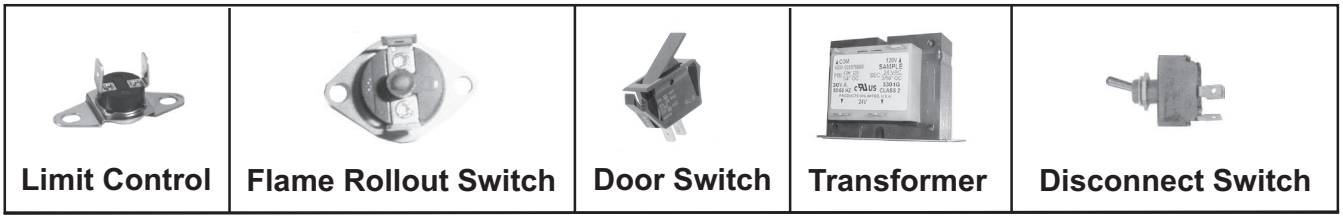

Figure 19. Replaceable Components
If it is determined that the high temperature limit control (see **Figure 19**) needs replacing, use only a factory-authorized replacement part that is designed for the size of heater. For the approximate limit control location, see **Figure 11**.
If it is determined that the interlock door switch (see **Figure 19)** needs replacing, use only a factory-authorized replacement part that is designed for the heater. For the approximate door switch location, see **Figure 11**.
- The cause of a flame rollout switch (see **Figure 19**) activating must be determined. Activation of the manually-reset flame rollout switch could be caused by one or more of the following:
Use a voltmeter to verify that there are 24V output from the transformer (see **Figure 19**). If the transformer is not functioning, it must be replaced. Use a replacement transformer identical to the factory-installed model. For the transformer location, see **Figure 11**.
If it is determined that the disconnect switch (see **Figure 19**) needs replacing, use only the factory-authorized replacement part that is designed for the heater. Always replace the electrical box cover.